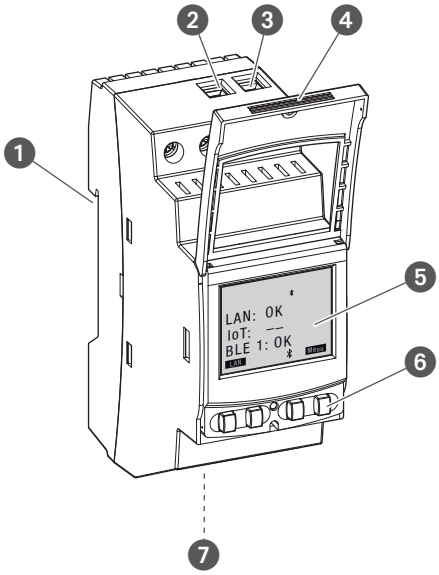

Fig. 1 : Module LAN
Le module LAN est monté sur un rail DIN à l'aide d'un système à encliquetage (fig. 1/❶) et est raccordé au LAN via l'interface Ethernet ; cela permet une gestion aisée de cinq horloges modulaires talento smart S25 max. La programmation peut être facilement lue et transmise au moyen d'un PC sur le LAN ou d'un appareil portable via le WLAN. Les horloges modulaires sont raccordées au module LAN via Bluetooth. La fréquence du signal radio est de 2,4 GHz et la puissance d'émission maximale est de 1,8 mW.